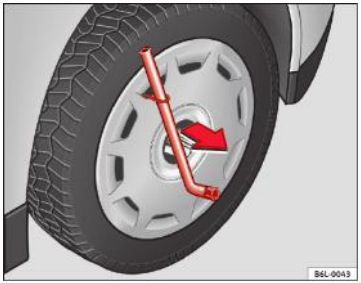

Fig. 136 Scoateți complet capacul de butuc
– Scoateți capacul roții cu ajutorul cârligului de sârmă ⇒ fig. 136.